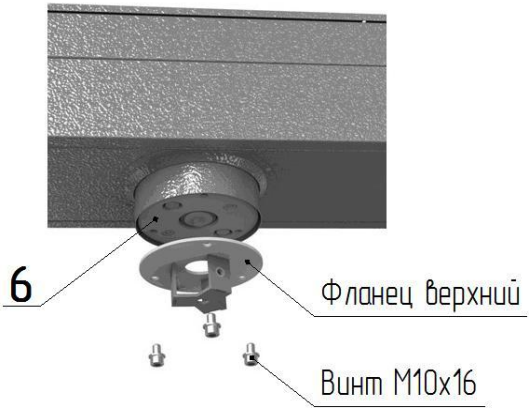
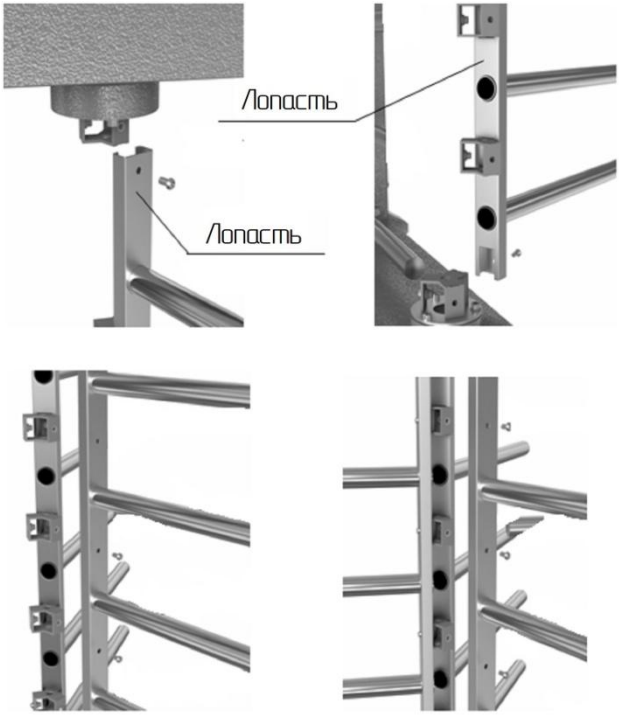

Рис. 4
Рис. 5
2. Сборка центральной стойки (рис. 4, 5):
- установите на диск муфты привода **6** (рис.4) верхний фланец центральной стойки и закрепите винтами М10х16, нижний фланец прикрепите к фланцу вала напольной плиты **7** винтами М8х16, в первую очередь установите на посадочные плоскости фланцев лопасть с внутренними кронштейнами (рис.5), расположение "верх" указано маркировкой и закрепите винтами М8 (не затягивая их);